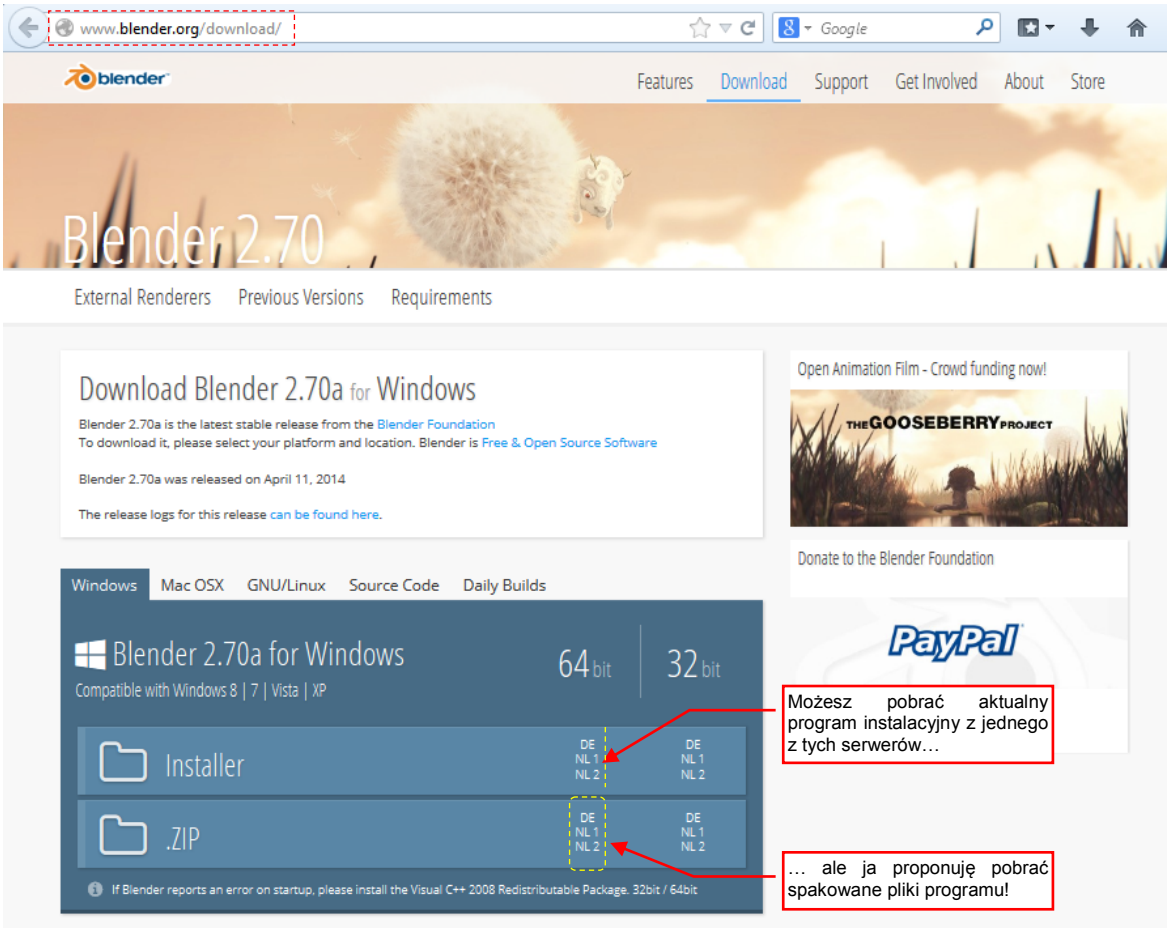

Rysunek 1.1.1 Strona, z której możesz pobrać pliki Blendera
Najpierw pobierz pliki programu ze strony Fundacji Blendera: — *http://www.blender.org*. Pliki do pobrania są obecnie dostępne pod adresem: *http://www.blender.org/download/* (Rysunek 1.1.1). Za jakiś czas (trzy, cztery lata) może to się trochę zmienić przy okazji kolejnej przebudowy tego portalu, więc w razie czego zacznij od strony głównej[1].
Jak pokazuje Rysunek 1.1.1, każda z wersji dla Windows jest udostępniona w dwóch postaciach: programu instalacyjnego i spakowanego pliku **.zip*.
1. pobrać ze strony BF plik **.zip* (Rysunek 1.1.1), zawierający spakowany folder z jego plikami;